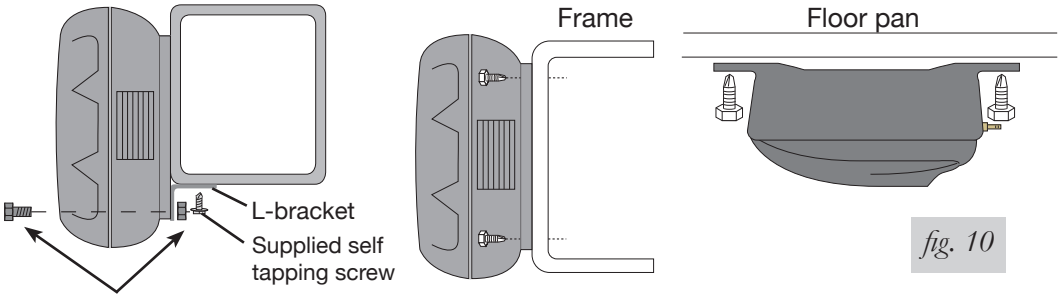

fig. 10
a. Hold the compressor in the recommended location (figs. 10 or 11).
b. For box frames: In some cases the frame section will not be wide enough to mount the compressor legs flat to the rail. Refer to figs. 10 and 11 in this situation.